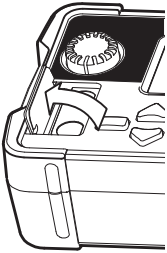
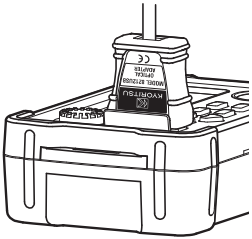

図 14-1
図 14-2
(1) あらかじめPCに”KEW Report”をインストールしておいてください。
(2) 本製品の端子から測定コードを抜いてください。
(3) MODEL8212USBのプラグをパソコンのUSB端子に差し込みます。
(4) 図14-1の矢印の方向に本体上部のノブを持ち上げ、図14-2の様にMODEL8212USBを差し込みます。
(5) 本製品の電源を入れます。このとき、どのファンクションを選択していてもかまいません。
(6) あらかじめPCにインストールしておいた“KEW Report”を立ち上げて、“Download”コマンドをマウスでクリックしてください。保存されたデータがPCにダウンロードされます。詳細は8212USBの取扱説明書及び、KEW Reportのヘルプを参照してください。